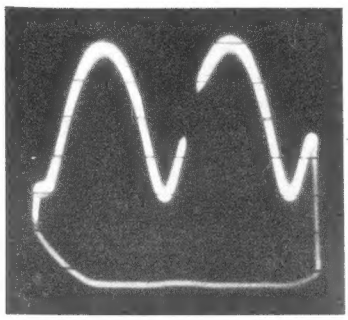
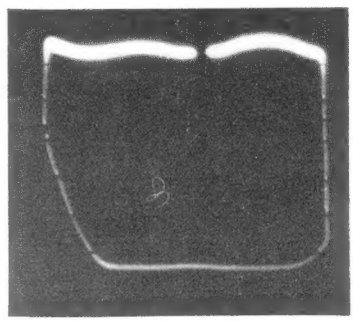
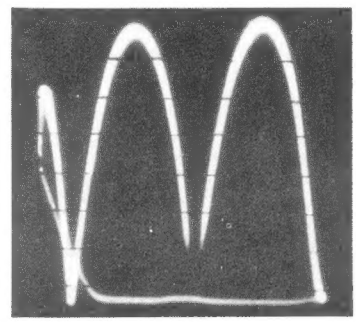

*Bild 5. Oszillogramm bei unbekanntem komplexem Abschluß der Meßleitung*
*Bild 6. Oszillogramm bei nahezu reellem, angepaßtem Abschluß*
*Bild 7. Oszillogramm bei Kurzschluß*
Wird die Meßleitung mit einem beliebigen unbekannten Widerstand abgeschlossen, dann ergibt sich z. B. ein Oszillogramm gemäß **Bild 5. Bild 6** zeigt ein Oszillogramm bei nahezu reellem Abschluß und **Bild 7** ein solches bei Abschluß mit einem reinen Blindwiderstand. Zur Bestimmung des unbekannten Widerstandes sind das Verhältnis $U_{min}/U_{max}$ (Bild 4 bzw. 5) und der Abstand $a_1$ zu messen. Auf dem Schirm der Oszillografenröhre sind dünne schwarze Striche angebracht. Mit Hilfe des Spannungsteilers am Sender regelt man die Spannung so, daß einmal das Minimum und dann das Maximum auf einen dieser Striche fällt. Aus den zugehörigen Stellungen des Spannungsteilers kann man den Quotienten dann auch bei sehr kleinen Verhältnissen ($U_{min}/U_{max} < 0{,}1$) genau bestimmen. Die Länge $a_1$ (Bild 4) ist schlecht zu messen. Deshalb wird zu ihrer Bestimmung die Strecke $a_2$ ermittelt. Hierzu wird zunächst der zu messende Widerstand durch einen Kurzschluß ersetzt. In dem sich ergebenden Oszillogramm wiederholen sich die Wiederkehrpunkte oder Knoten jeweils in Abständen von einer halben Wellenlänge vom kurzgeschlossenen Ende aus. Durch Einstellung der Spule S 2 wird ein Dunkelpunkt in einen solchen Knoten gelegt. Nach Anschluß des unbekannten Widerstandes liegt der Dunkelpunkt noch an der gleichen Stelle der Meßleitung. Durch Verdrehen der Spule S 2 wird der Dunkelpunkt jetzt in das Minimum der Kurve des unbekannten Widerstandes geschoben. Aus dem Drehwinkel der Spule S 2 kann man nun $a_2$ und daraus $a_1$ berechnen ($a_2 = \lambda/2 - a_1$). Mit Hilfe bekannter einfacher Kreisdiagramme läßt sich daraus die Größe des Widerstandes ermitteln.
*Bild 5 bis 8. Schaltzeichen für die Art der Verwendung. 5. Der Pfeil bedeutet „Aufnahmekopf"; 6. Beim Wiedergabekopf zeigt der Pfeil nach außen; 7. Der Löschkopf erhält das Hf-Zeichen; 8. Beim Kombinationskopf (Aufnahme-Wiedergabe) werden beide Pfeilrichtungen angegeben*